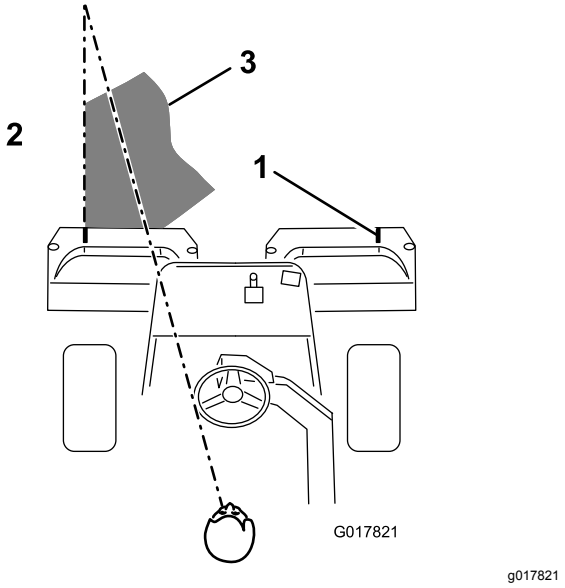

**Figur 41**
3. Overlapp den forrige retursnarveien minimalt. For at du skal klippe i en rett linje over greenen og holde maskinen på lik avstand fra kanten på den forrige lengden du klippet, må du lage deg en siktelinje på ca. 1,8–3 m fremfor maskinen til kanten på den delen av greenen du ikke har klippet enda (Figur 41). Noen synes at det hjelper å inkludere den ytre kanten på styrehjulet som en del av siktelinjen, dvs. holde kanten på styrehjulet i en rett linje i forhold til et punkt som alltid har samme avstand til fronten på maskinen (Figur 41).